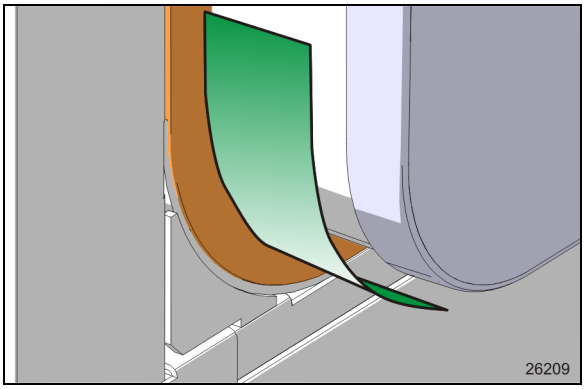

**FIGURE 20: PLASTIC SHEET -WIPER SEAL PROTECTION**
11. Protect the wiper seal by inserting a polypropylene plastic sheet between the room and the wiper seal. Do this on both bottom corners (Figure 20). This will distribute the compression of the wiper seal on a wider zone and prevent the room exterior panel corner from binding or pulling on the wiper seal.